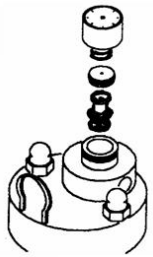

Abb. 26
- Setzen Sie das Rückschlagventil und die Luftdüsenscheibe ein. Schrauben Sie die Luftregulierungsschraube auf das Luftregulierungsgehäuse. (Abb. 26)